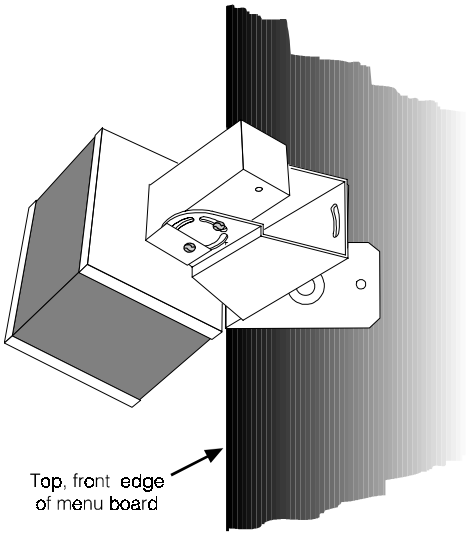

Figure E-9. DM1 Microphone mounted on top of menu board
- Mount the microphone on the menu board as shown in Figure E-9.